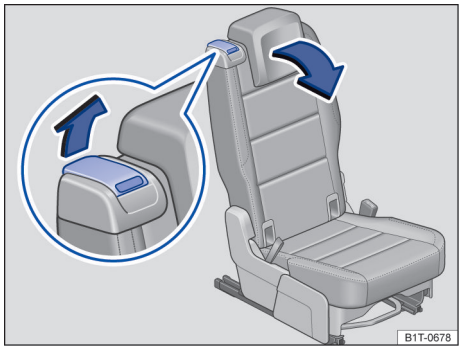

图 82 第二排座椅：上车辅助功能的操作杆
– 沿箭头方向拉起操作杆→ 图 82 向前拉后座椅，并将后座椅靠背向前翻折→ ⚠。
– 拉住操作杆→ 图 82 并将后座椅靠背往后翻折到卡止位置→ ⚠。
如果操作杆→ 图 82 失灵，例如发生事故之后，可从第三排将第二排座椅向前翻折，以便于从第三排座椅下车→ ⚠。
- 如果能看到解锁拨杆→ 图 82 上的红色标记表明后座椅靠背未正确卡止。务必检查，当后座椅靠背处于垂直位置时，是否绝对看不到此红色标记。